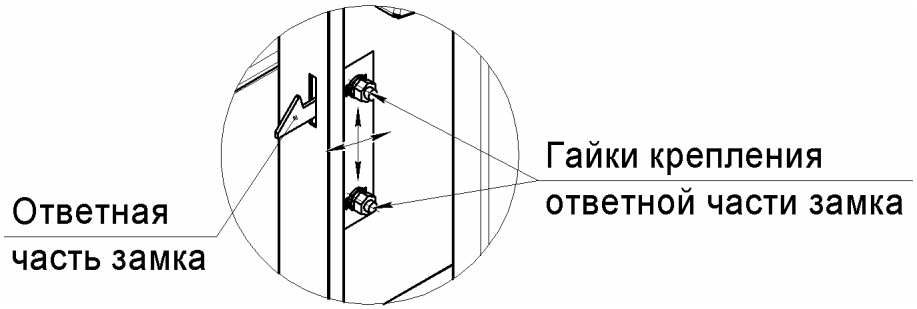

Рис.7
8.5.4 Для регулировки прилегания дверки к лицевой панели камеры, необходимо (см. рис.7):